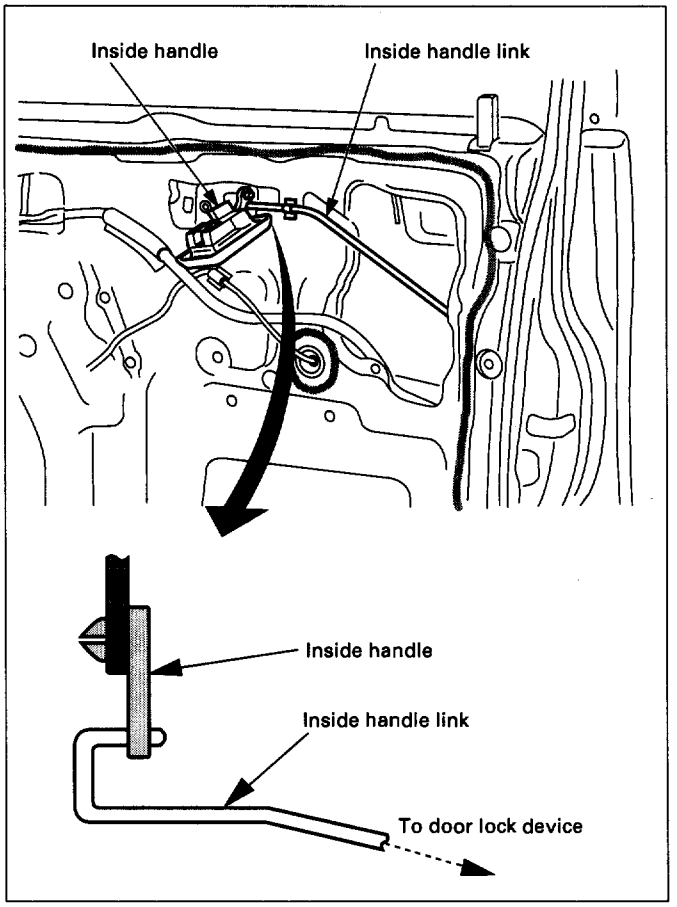

Fig. 10-39
1. When installing the inside handle, assemble it only provisionally to the inside handle link. (Fig. 10-39)